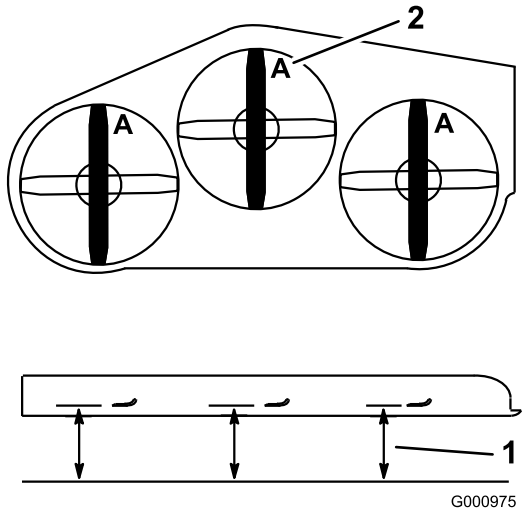

Figuur 79
3. Draai de messen totdat de uiteinden in de lengterichting liggen. Meet de afstand tussen een horizontaal oppervlak en de snijrand, stand **A**, van de messen (Figuur 79). Noteer deze afstand.